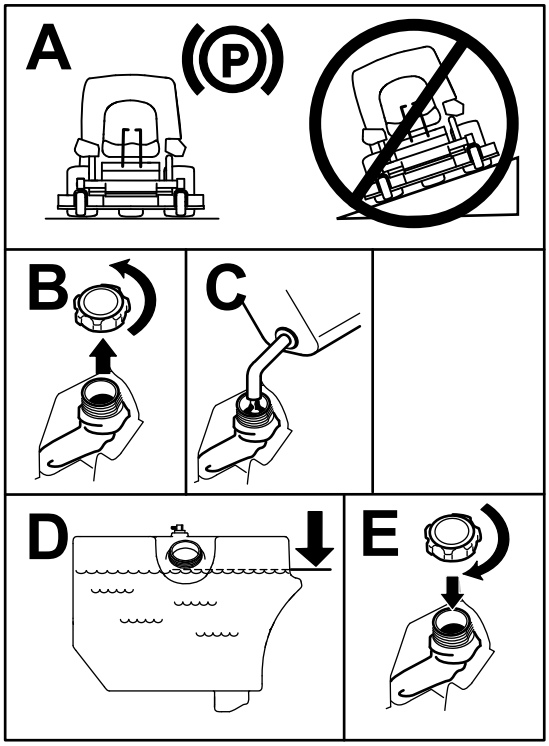

Figure 7
5. Remplissez le réservoir de carburant jusqu'au bas du goulot de remplissage (Figure 7).